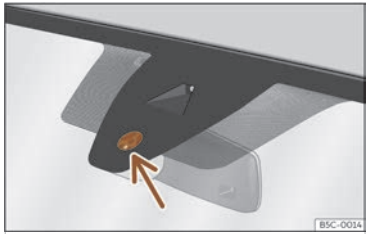

Abb. 82 Sensitive Fläche des Regensensors.
Mögliche Ursachen für Störungen und Fehlinterpretationen *im Bereich der sensitiven Fläche* ››› **(Abb. 82)** des Regensensors sind u.a.:
- **Schmutz**: Trockener Staub, Wachs, Scheibenbeschichtungen (Lotuseffekt) oder Waschmittelrückstände (Waschstraße) können den Regensensor tendenziell unempfindlicher machen oder später, langsamer oder gar nicht mehr reagieren lassen. Die Sensorfläche des Regensensors ››› **(Abb. 82)** (Pfeil) regelmäßig reinigen und die Scheibenwischerblätter auf Beschädigungen prüfen.